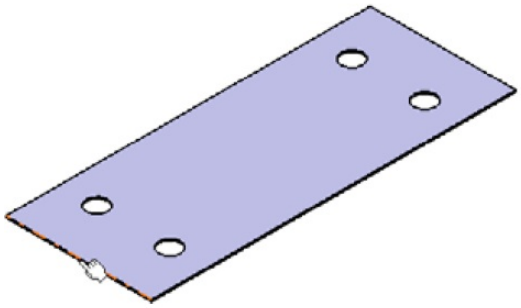

Figure 15-140 *Selecting the edge for creating a flange*
d. Create flanges on the left and right edges of the base wall, refer to Figures 15-140 and 15-141.
2. Select the edge of the base wall, as shown in Figure 15-140. You will notice that the preview of the flange is displayed. Reverse the direction, if required.